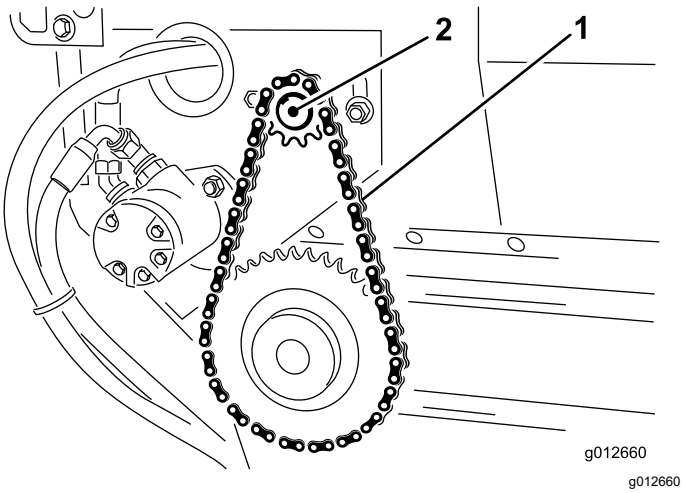

**Figur 24**
3. Lossa bultarna och muttrarna som fäster motorn och drevet vid huvudramen (Figur 24).
4. Vrid motorn och drevet (Figur 24) i fästspåren tills transportbandet böjer sig 3,2 mm.
5. Dra åt fästbultarna (Figur 24).